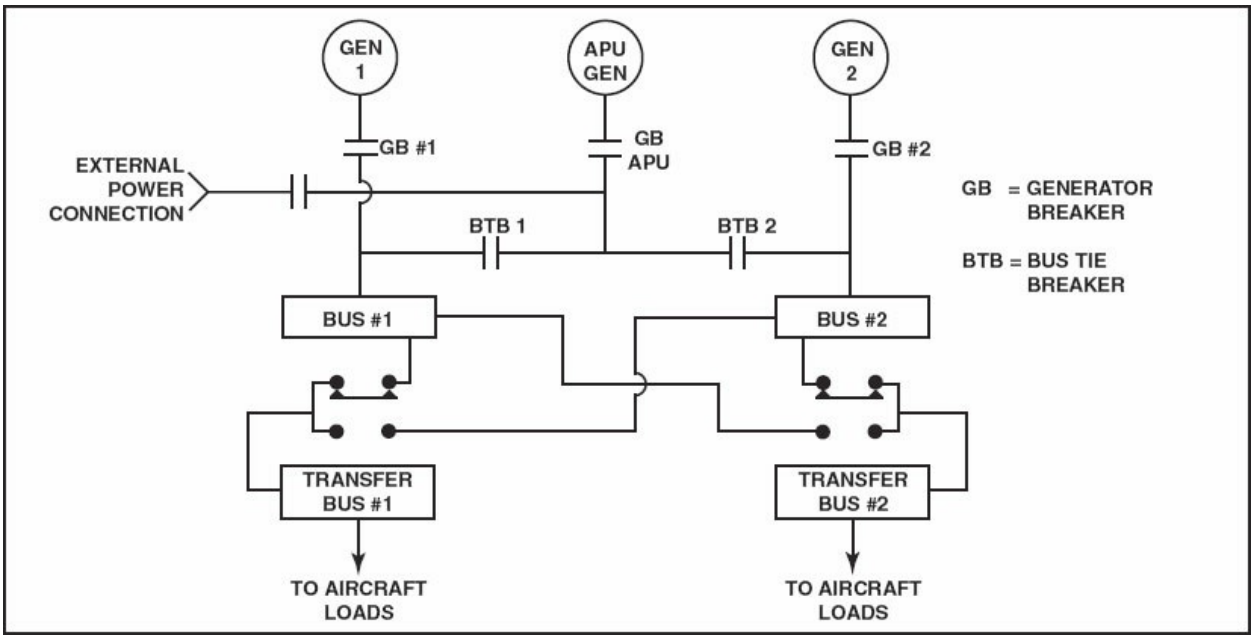

Figure 7-69. Most twin-engine commercial airliners use a split-bus power distribution system.
In the event of a generator failure, the failed generator is isolated by the generator breaker (GB), and BTB 1 and 2 close to connect the isolated bus to the operating generator. When this occurs, it is often necessary to limit the electrical load to essential components to prevent overloading the operating generator. [Figure 7-69]